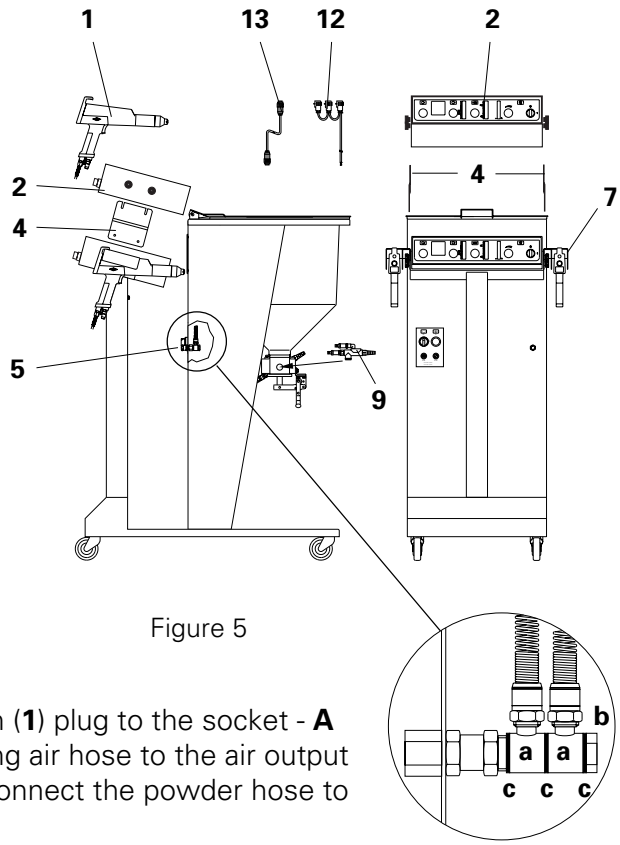

Figure 5
2. Fit the two air connection rings (**a**) and gaskets (**c**) according to Figure 5 on to the double air connection adapter (**b**) and screw it into Main compressed air input connection on the hopper support panel (see also "Spare Parts List", Fig. 17 on page 26).